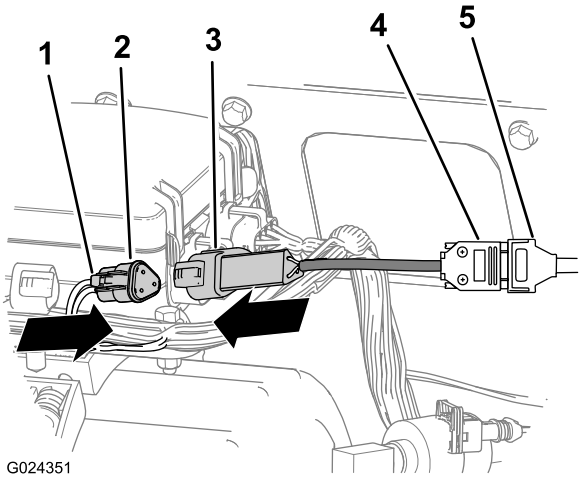

Figure 6
A. Alignez la languette de la fiche du faisceau adaptateur sur le verrou de la prise de diagnostic (Figure 6).
B. Insérez fermement la fiche dans la prise de diagnostic jusqu'à ce qu'elle soit verrouillée (Figure 6).